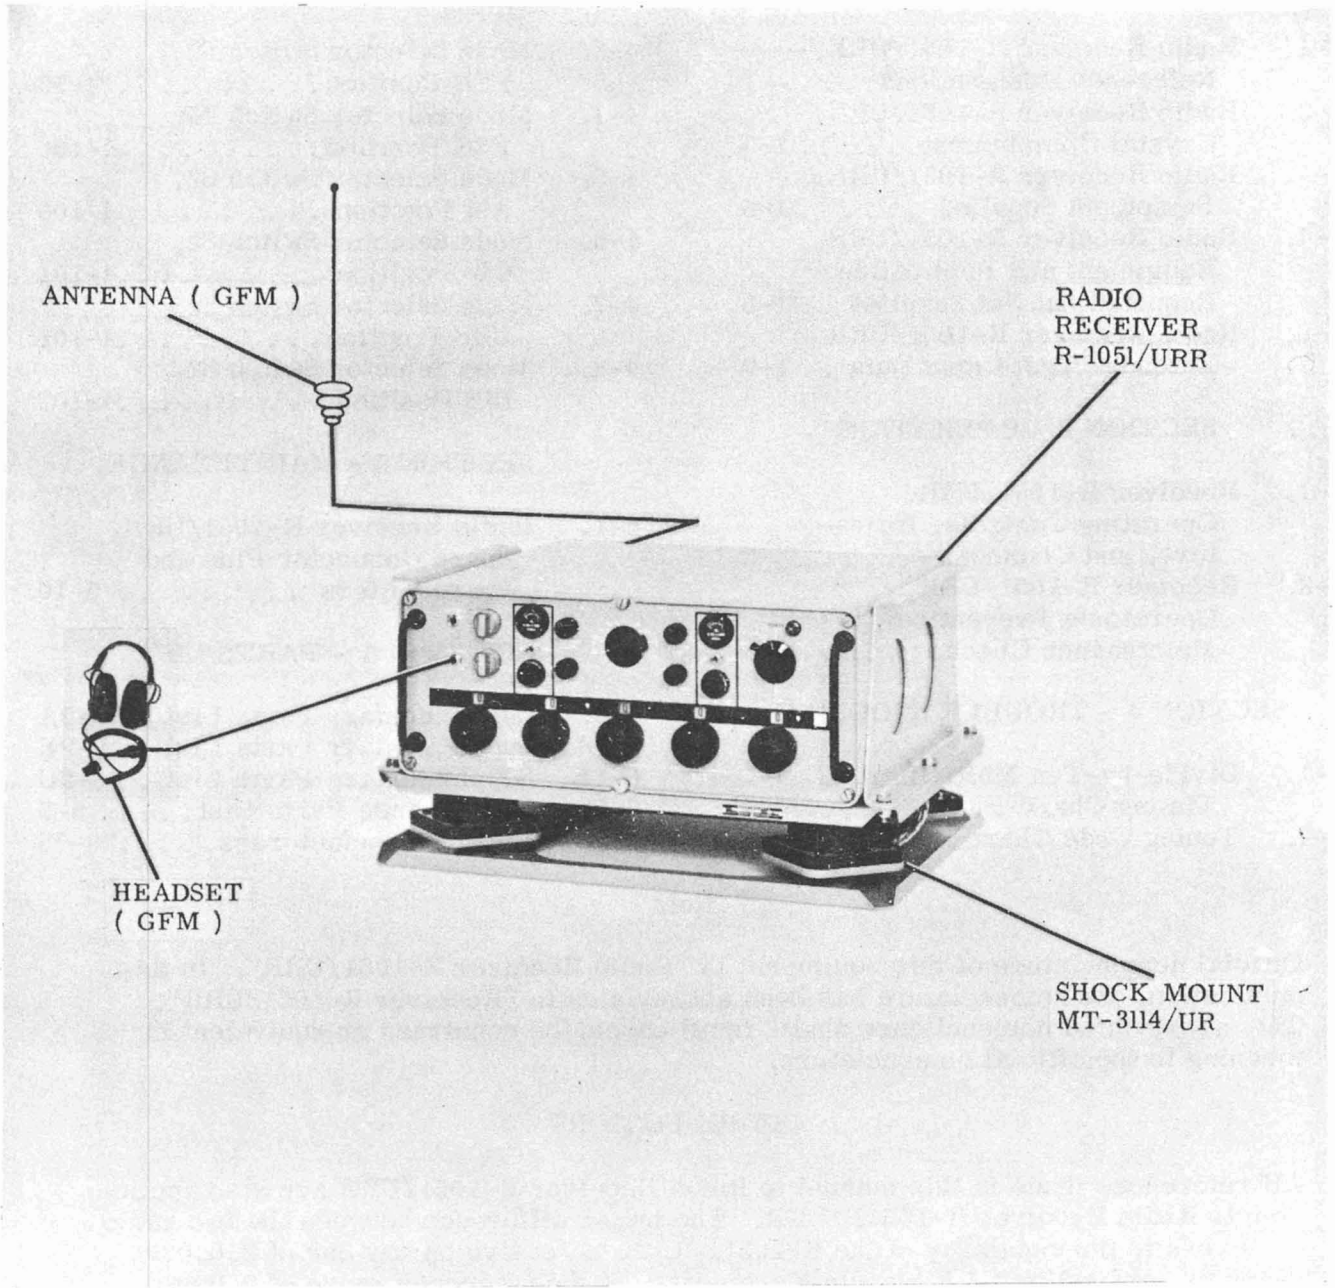

Figure 1-1. Radio Receiver R-1051/URR, Typical Relationship of Units
1-5. The R-1051/URR is a digitally tuned, superheterodyne receiver capable of receiving lower sideband (LSB), upper sideband (USB), independent sideband (ISB), frequency shift keyed (FSK), amplitude modulated (AM), and continuous wave (CW) transmissions in the 2.0- to 30.0 megacycle frequency range. The ISB mode of operation allows two different types of intelligence to be received simultaneously, one on the LSB channel and one on the USB channel. FSK reception is obtained by using suitable ancillary equipment, such as Teletype Converter-Comparator AN/URA-17 or AN/URA-8. The R-1051/URR may also receive tone-modulated continuous wave (MCW), compatible amplitude modulated (compatible AM), and facsimile (through the use of suitable ancillary equipment) transmissions. The R-1051/URR may be operated in conjunction with a transmitter, as a transmitter-receiver in systems such as Radio Set AN/WRC-1. In this application either simplex or duplex operation is possible. The R-1051/URR may also be used as a separate, self-contained receiver requiring only a headset, antenna, and a nominal 115-vac primary power source for full operation. The functional relationship of the R-1051/URR to accessory equipment is illustrated in figure 1-1. The R-1051/URR is intended for ship and shore installations. For either type of installation, the R-1051/URR may be mounted in a standard 19-inch rack, or may be mounted to the supplied shock mount.